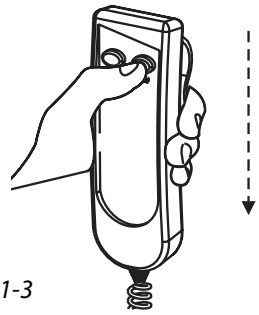

Figure 21-3
16. Press the DOWN button until the lift's tower has moved out of the vehicle. *[Figure 21-3]*